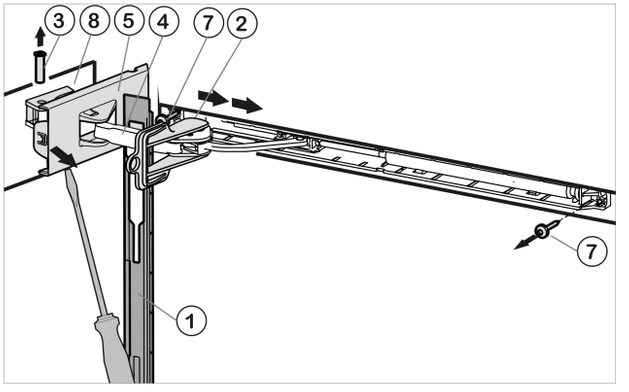

*Fig. 6*
- ▶ Push panel forward over the damper bracket *Fig. 6 (4)* in the direction of the appliance.
- ▶ Engage locking device *Fig. 6 (2)* into place inside oblong hole.
- ▶ Unscrew cover *Fig. 6 (5)* that is on the hinge side until the first notch using a screwdriver.
- ▶ Push bolt *Fig. 6 (3)* out from below.
- ▶ Press damper bracket *Fig. 6 (4)* in the direction of the door.
- ▶ Completely loosen cover *Fig. 6 (5)* that is on the hinge side and remove.
- ▶ Remove panel *Fig. 6 (1)*.
▶ Unscrew soft stop unit (2 x Torx® 15) *Fig. 6 (7)*.
▶ Unscrew bearing part *Fig. 6 (8)*, turn it 180° and move it to the opposite side. Make preliminary holes (optional) or use a cordless screwdriver.